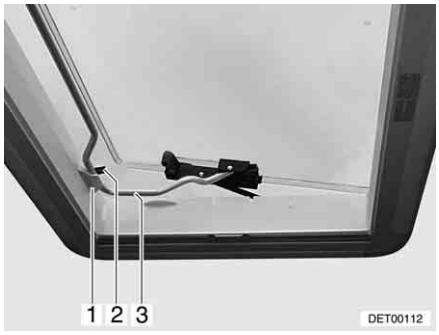

Fig. 65 Heki skylight in ventilation position 2
- Insert the bar (Fig. 65,3) into the holder (Fig. 65,1).
- Place the lever (Fig. 65,2) over the bar.